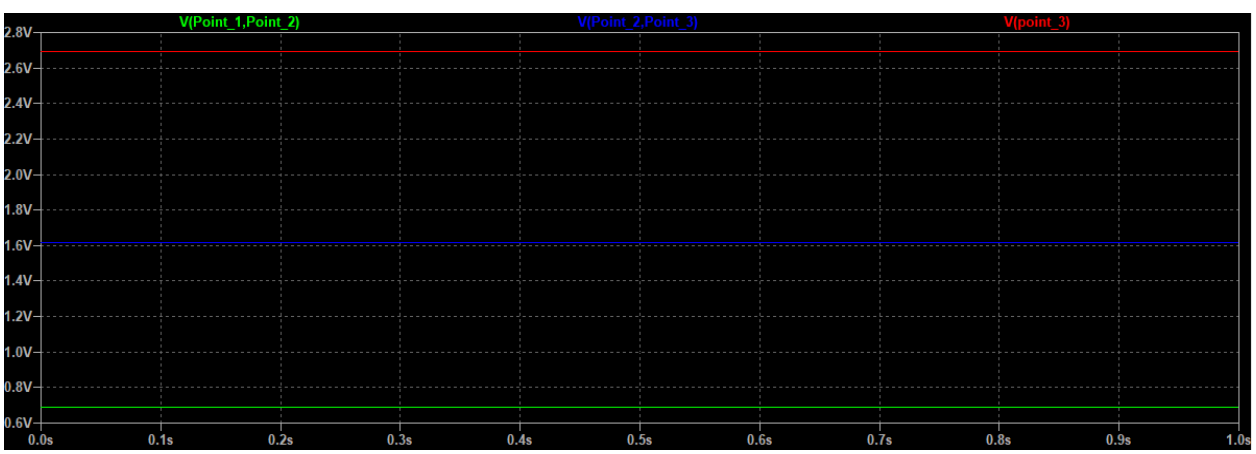

Fig. 2. LTSpice Voltage Drop Across Resistors
- Repeat this for the other resistors and then take a screenshot of the plot (Windows users can use "snipping tool"). The plot you produce should be like Figure 2.